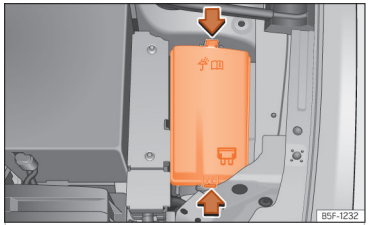

Abb. 224 Im Motorraum: Abdeckung des Sicherungskastens.
- Verriegelungstasten drücken, um die Abdeckung des Sicherungskastens ››› (Abb. 224) zu entriegeln.